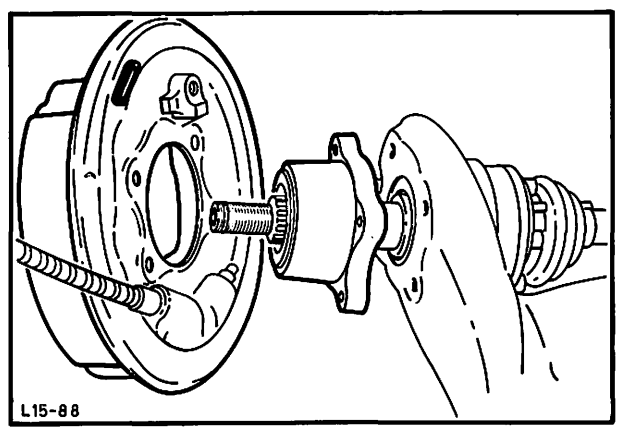

Abb. 165 Bremsträger und Radnabe abbauen
4. Bremsträger mit Handbremsseil und Radnabe vom Schräglenker abmontieren (4 Schrauben), Abb. 165.